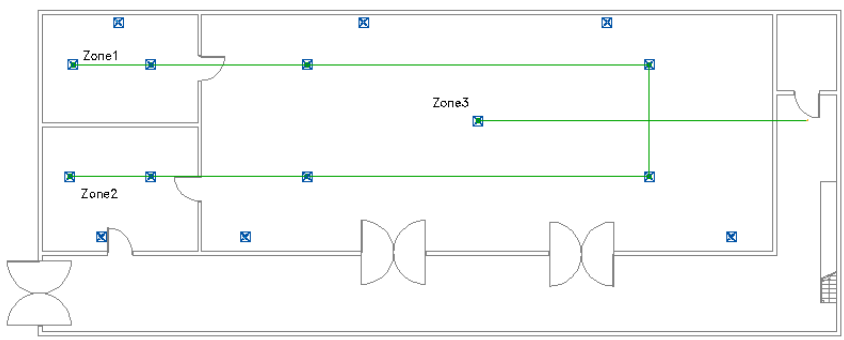

Figure 4-25 *The drawing after creating fresh air duct line*
2. Select the **Fresh Air - Make-up (FA MAKE-UP)** option from the **System** drop-down list in the **BASIC > General** rollout of the **Design** tab in the **Properties** palette and create the fresh air duct line, as shown in Figure 4-25.